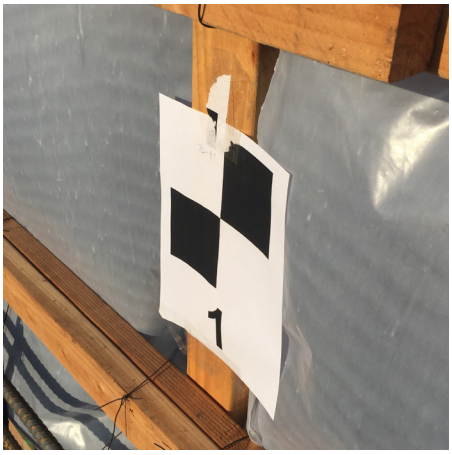

Figure 2. *Checkerboard target placed over a known elevation.*
Step 1: Establish elevations – The first step is to establish elevations. This allows one to see the relationship between the actual elevations of the concrete versus the design elevation. A checkerboard target, which can be printed on an 8.5"x11" paper (*Figure 2*), provides a link between the 3D laser scan data and real-world elevation. For a three minute scan, the checkerboard target with known elevation should be within 60 feet of the scanner. If there is no elevation within 60 feet of the scanner, or the scanner does not have line of sight on the elevation, a builder's level can be used to easily and quickly move an elevation to a place ideal for scanning. It is best to pre-plan your possible scan locations and place elevations ahead of time so that one can be seen by each scan location, giving more time to process data in between scans. Place a checkerboard target over the elevations.